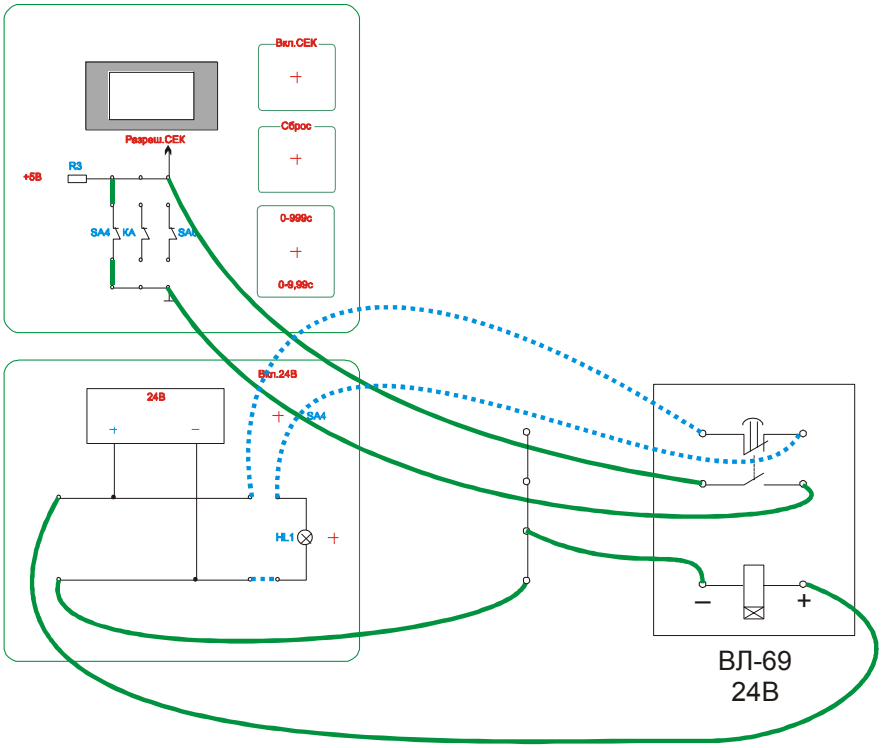

Рис. 3.1.
3.3.2. Для исследования свойств реле времени ВЛ-69 необходимо собрать схему согласно рис. 3.1. Тумблер SA4 служит для одновременного запуска электронного секундомера и самого реле времени.